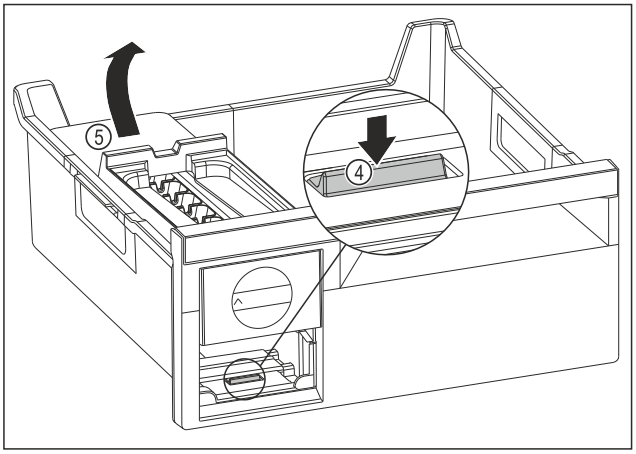

Fig. 182
▶ Retirer le corps de l'EasyTwist-Ice : Avec le doigt, pousser la languette *Fig. 182 (4)* vers le bas tout en soulevant de l'autre main le corps de l'EasyTwist-Ice *Fig. 182 (5)* depuis l'arrière.